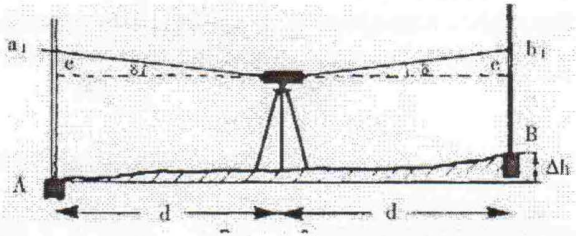

Рис. 9
- Установите две рейки А и В (рис. 9) на расстоянии 30-50 м друг от друга. Установите прибор примерно посередине между А и В. Отгоризонтируйте прибор и возьмите отсчет по рейкам А и В. Превышение между А и В составит